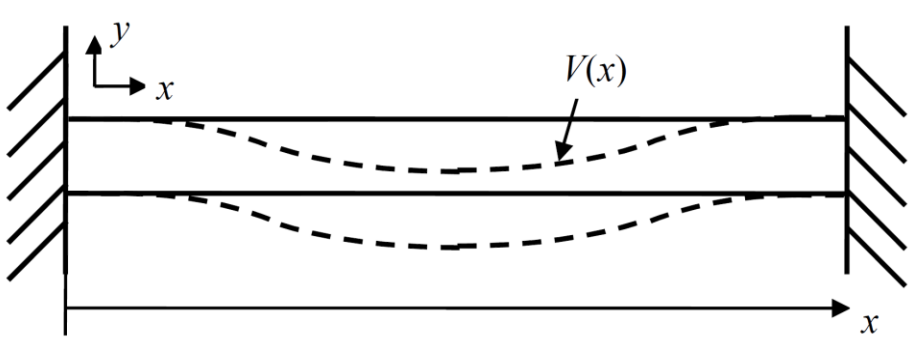

Figure PS1-6
Find a general form of the solution to (2) that gives the mode shape of the beam, as indicated in Figure PS1-6. (The mode shape is the shape of the beam at maximum amplitude during resonance.) This should be in terms of x, the resonance radian frequency ω, and some constants governed by boundary conditions, i.e., it should be expressed as $V = f(x,\omega)$, where V is a function describing the mode shape. You need not determine the values of the constants, but you should show them as variables (the same way you've done before in math courses).